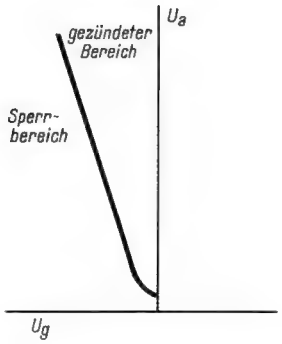

Bild 11. Zündkennlinie beim Thyratron (mit Gitter)
a) Die Zündkennlinie (Bild 11)
Die Lage der in Bild 11 angegebenen Zündkennlinie ist für eine bestimmte Thyratron-Type von der Höhe des Gitterwiderstandes abhängig. Bei höheren Ableitwiderständen zündet das Thyratron früher (Bild 13).